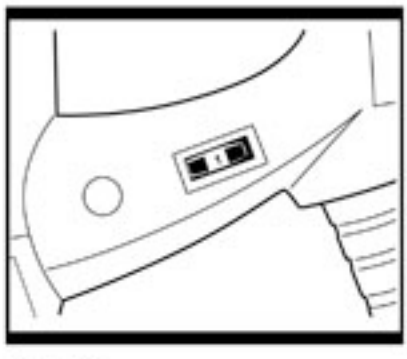

Fig. 6
6. REGLAGE DE LA VITESSE (Fig. 6)